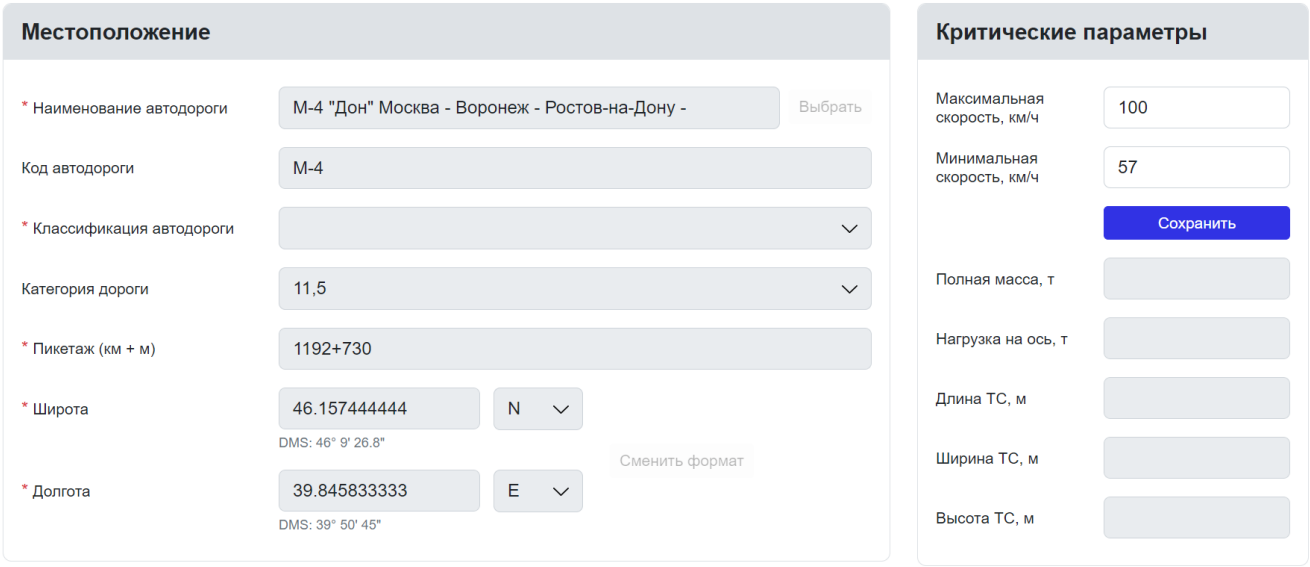

Рисунок 284 – Критические параметры
3. Нажать кнопку «Сохранить» (Рисунок 284)